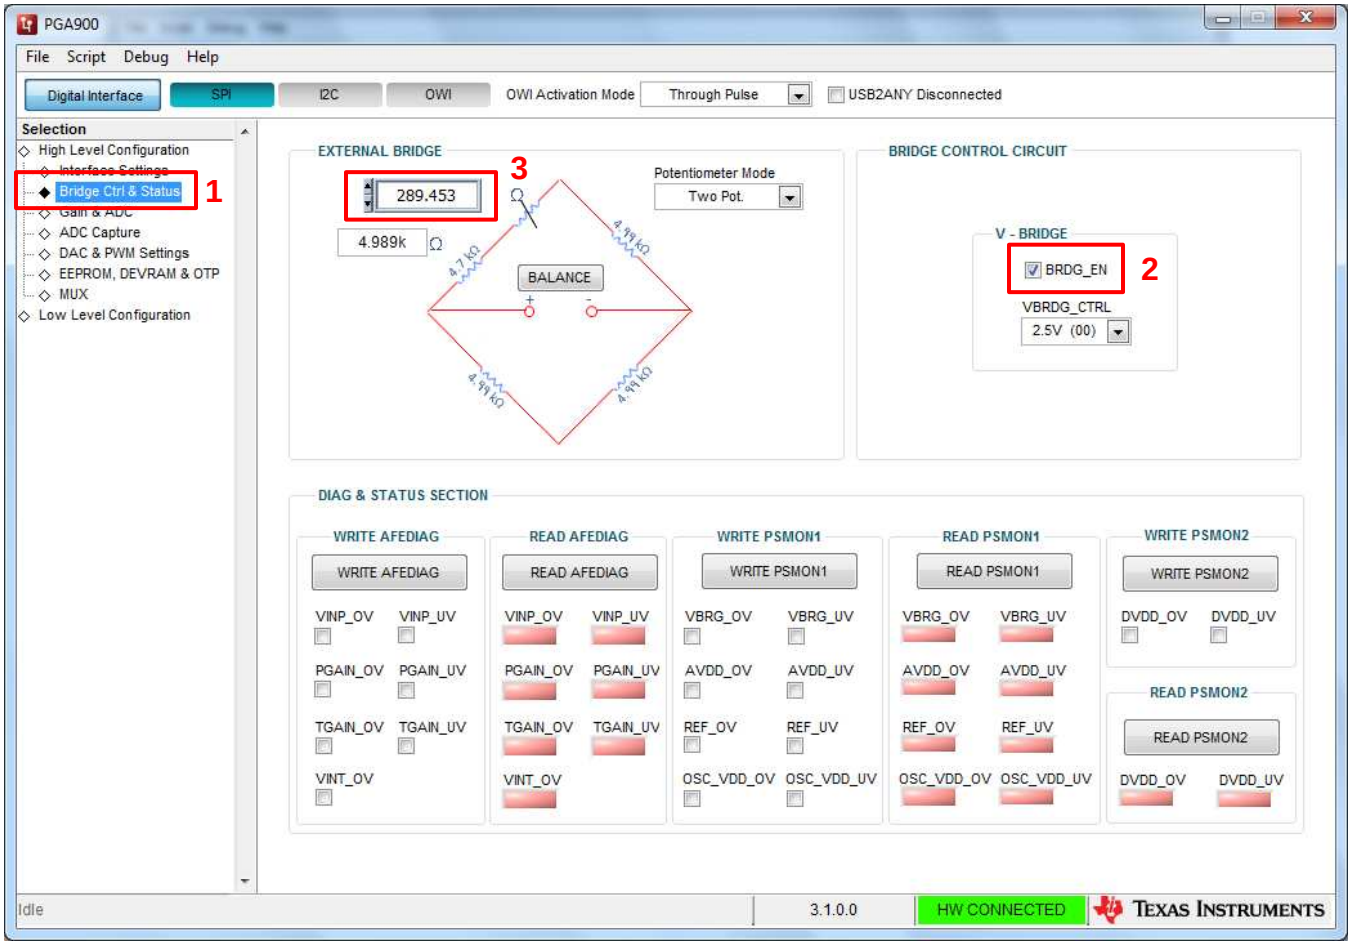

Figure 5. Enabling Bridge Voltage in PGA900 and Configuring Resistive Bridge in PGA900EVM
3. Click on the “Bridge Ctrl & Status” tab and enable the bridge voltage as shown in Figure 5. The resistive bridge in the PGA900EVM is now being excited by the 2.5 V coming from the PGA900. The bridge in the PGA900EVM has only variable leg (top left). It consists of a 4.7-kΩ resistor in series with a dual digital potentiometer, where the potentiometers are in a parallel configuration. The user has the ability to change one or both or both potentiometers with the Potentiometer Mode menu. For demo purposes, to obtain a 10-mV differential input voltage use Table 1.